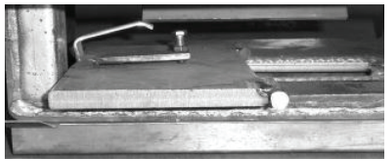

Fig. 15
5. Working down through the flue collar, unhinge the bypass door from the bypass rod (rotating the bypass handle into a neutral position will help), then rotate the bypass door 90 degrees to remove through the combustor opening **(Fig. 15)**.